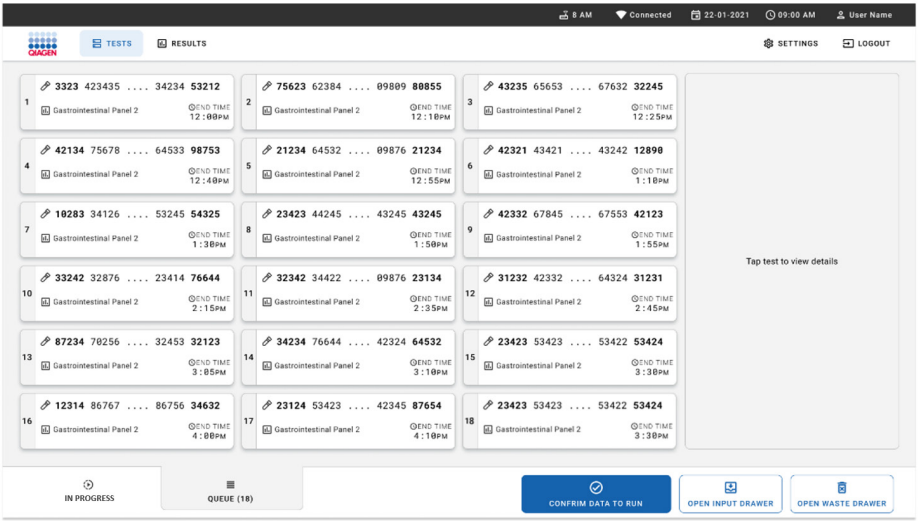

Рисунок 28. Экран очереди проб
14. После успешного сканирования будет показана очередь (рисунок 28). Просмотрите данные, в случае ошибки нажмите кнопку **OPEN INPUT DRAWER** (ОТКРЫТЬ ЛОТОК ДЛЯ ВВОДА), извлеките соответствующий картридж и повторите его сканирование, выполнив этапы 10–13.